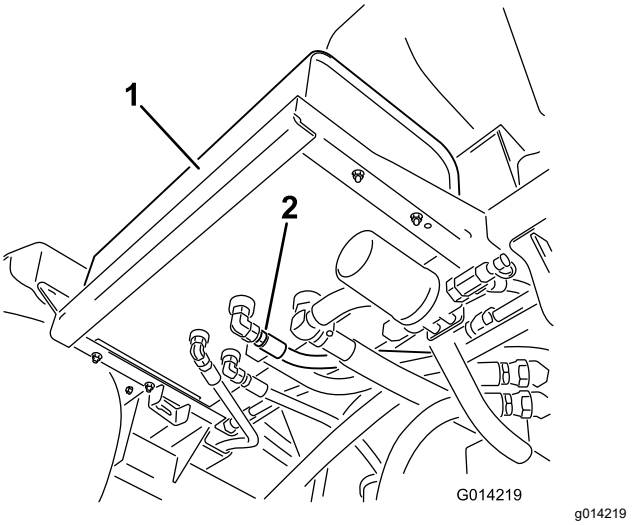

Рисунок 111
2. Очистите зону вокруг штуцера гидравлического шланга в нижней части гидравлического бака (Рисунок 111).
4. Снимите штуцер шланга с бака и дайте рабочей жидкости стечь в поддон (Рисунок 111).